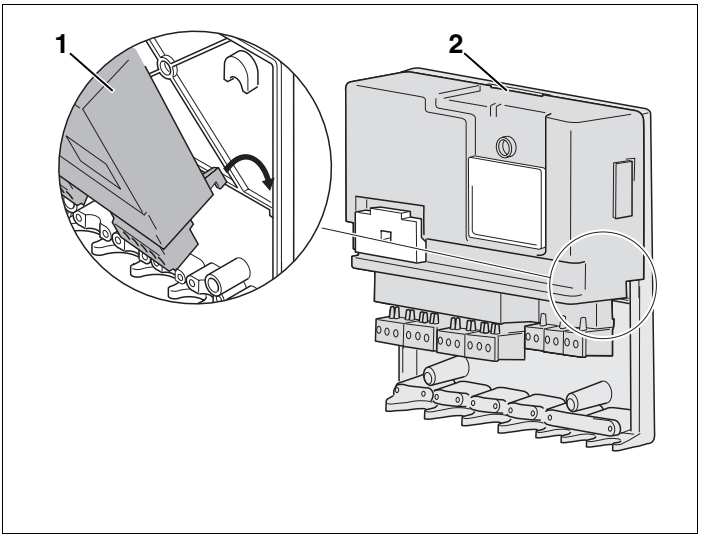

Rys. 10 Włożenie i zatrzaśnięcie modułu funkcyjnego
- Umieścić moduł funkcyjny (rys. 10, **poz. 1**) najpierw od dołu w uchwycie naściennym i następnie zatrzasnąć w zamku (rys. 10, **poz. 2**).